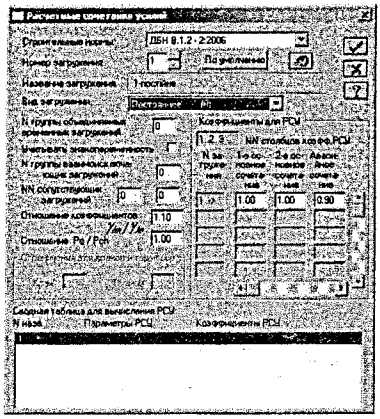

Рисунок 191
Натискаємо **Нагрузки ► РСУ ► Генерация таблицы РСУ**. З'являється діалогове вікно **Расчетные сочетания усилий**, в якому в полі **Строительные нормы** вибираємо **ДБН В.1.2-2:2006**, а в полі **Вид загружения** вказуємо **Постоянное (0)** і натискаємо кнопку **Применить** (рис. 191).